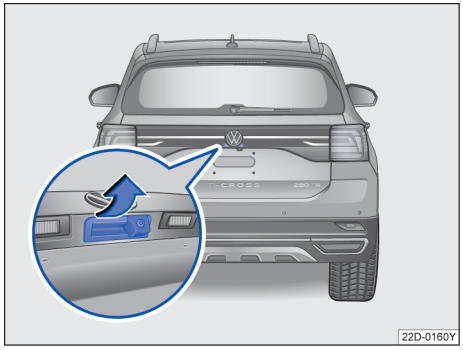

图 54 从车外打开行李厢盖
钥匙在行李厢盖的有效感应范围内，可以直接通过按压行李厢盖上的按钮打开后盖→ 图 54。
– 向上拉起图示按钮→ 图 54，打开行李厢。